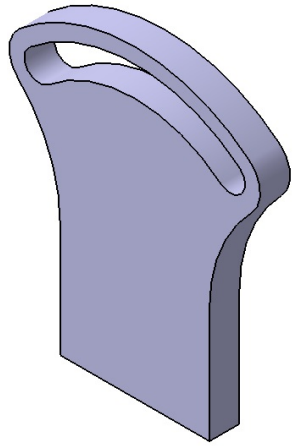

Figure 5-51 *Model after creating the second feature*
4. In this dialog box, select the **Up to last** option from the **Type** drop-down list in the **First Limit** area and then choose the **OK** button to create the second feature, as shown in Figure 5-51.